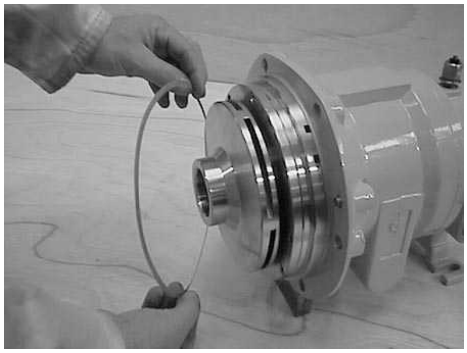

Fig. 56
8.36 Install a new Casing Gasket (20.17). - **Fig. 56**